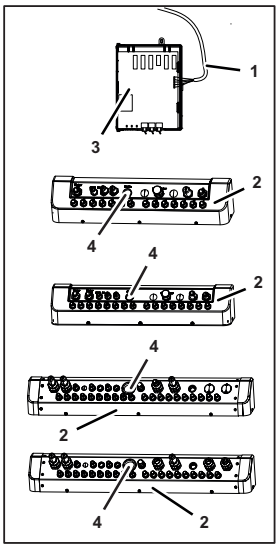

Fig. 18
4. Route the electrical cable (Fig. 18/1) through the relevant cable port (Fig. 18/4) on the relevant connecting plate (Fig. 18/2), through the unit to control system 1(Fig. 18/3).
5. Connect the electrical cable (Fig. 18/1) to control system 1 (Fig. 18/3).